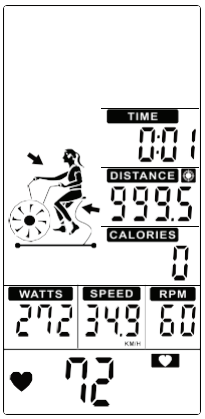

Figure 42
3. Preset DISTANCE value counts down, TIME, CALORIES, WATTS, SPEEED, RPM start to count up. (Figure 42)